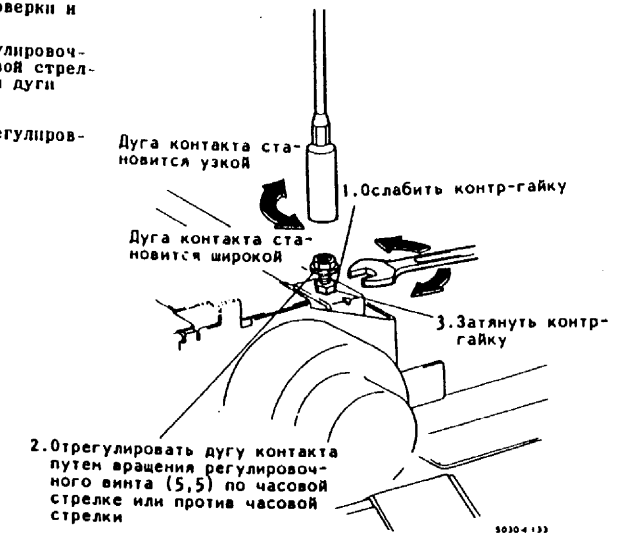

Рис.5. Регулировка дуги контакта
1. (Рис.5): Ослабить контр-гайку регулировочного винта.